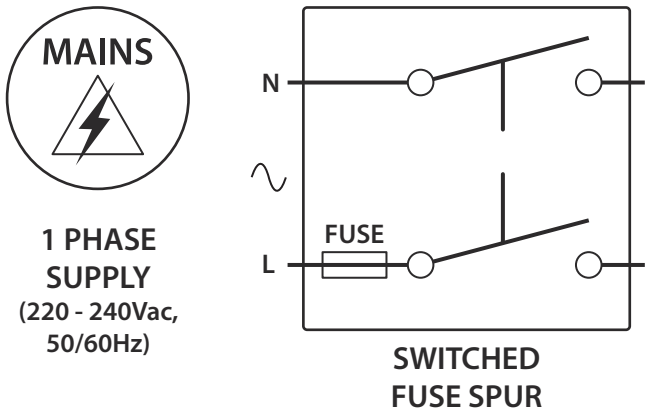

Fig. 43
- Connecting the system to the mains through an all-pole circuit breaker (refer to **Fig.43**) which shall have contact separation of at least 3mm in each pole and shall disconnect all poles simultaneously.